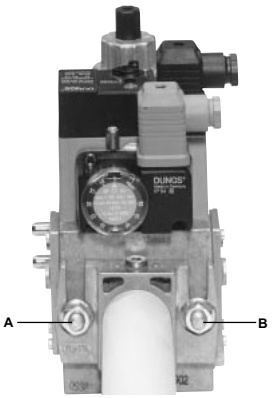

Fig. 3
1. Aflojar los tornillos A y B, no destornillarlos (Fig. 3 e Fig. 4).
2. Desatornillar los tornillos C y D (Fig. 3 e Fig. 4).